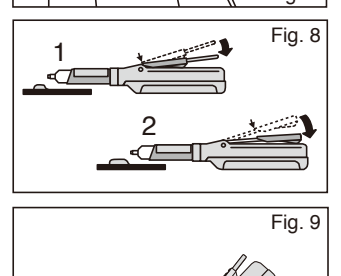

Fig. 8
2) La guía de ajuste puede moverse hacia delante o hacia atrás para cambiar la cantidad de material a obtener (Fig. 8). Coloque la guía de ajuste a la parte delantera de la palanca para la cementación de una banda.
2) De instelgeleider kan naar voren en naar achteren worden bewogen om de hoeveelheid te doseren materiaal aan te passen (fig. 8). Stel de instelgeleider aan de voorzijde van de hendel in voor het bevestigen van meerdere brackets.